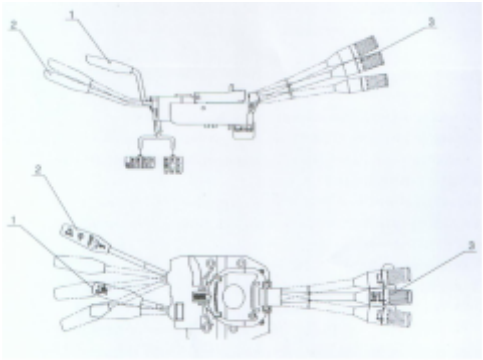

Fig. 3-3
Refira-se a Fig. 3-3 para o interruptor combinado
(2) Operação do interruptor da ignição. (ver Fig. 3-3)